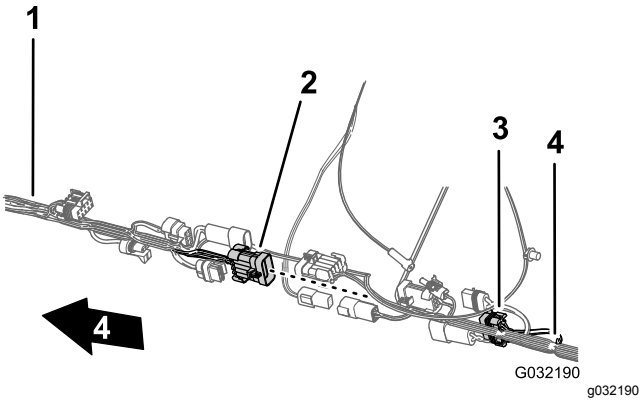

Figuur 119
6. Sluit de stekker met 10 pinnen van de voorste kabelboom voor de verbinding van de spuitmachinekabelboom aan op de connector met 10 contacten van de achterste kabelboom voor de verbinding van de spuitmachinekabelboom (Figuur 119).